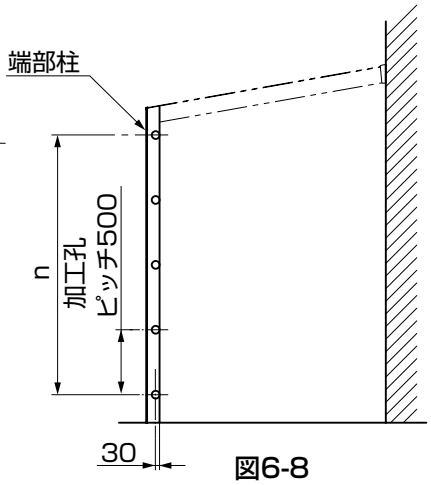
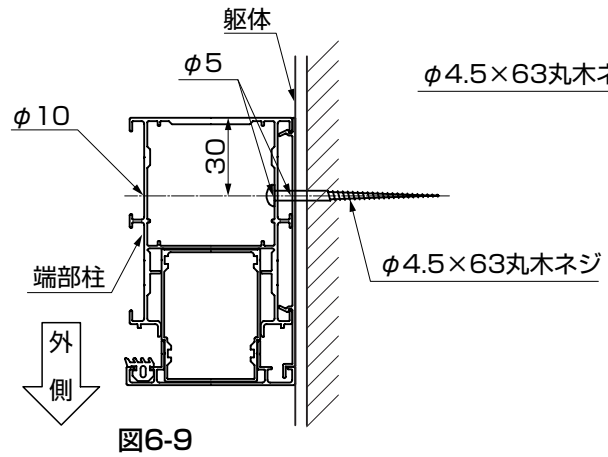
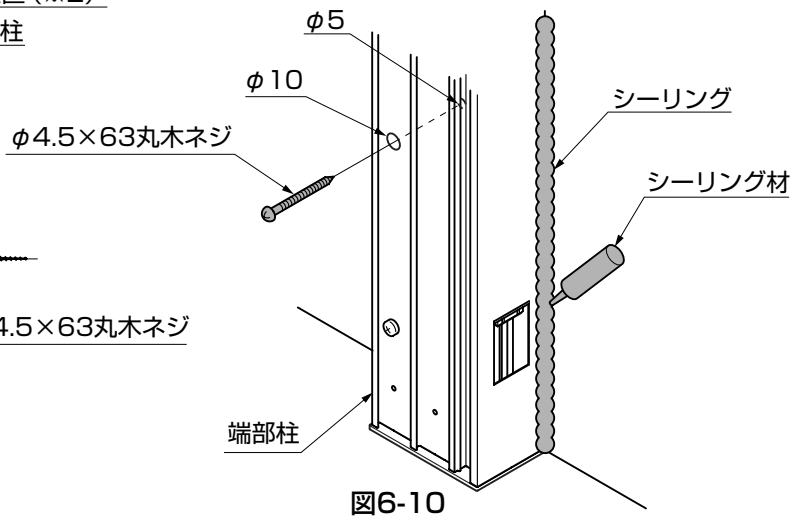

図6-8
図6-9
図6-10
①入隅側の端部柱に、φ10、φ5の孔をあけてください。（図6-8、図6-9、表6-1参照）
②端部柱と躯体を、「φ4.5×63丸木ネジ」で取付けてください。（図6-9、図6-10参照）
③端部柱と躯体の取合せ部にシーリングをしてください。（図6-10参照）